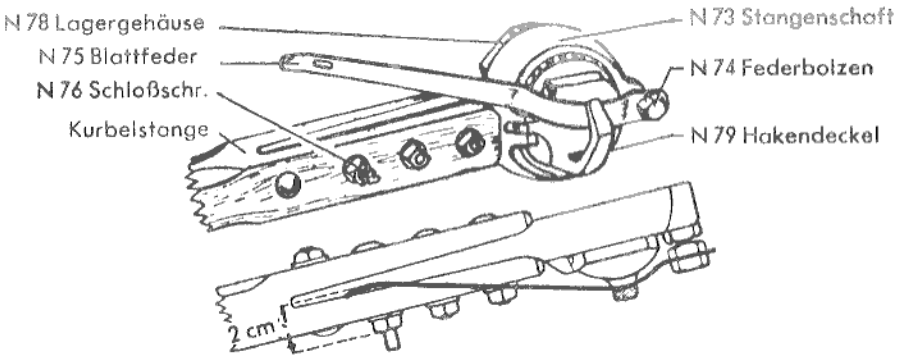

Bild 9 Kurbelstange — Lagerseite
a) **mit Stangenschaft N 73** (Bild 9)
Die Blattfeder N 75 muß sich stets mit dem Rücken gegen den Hakendeckel N 79 spannen, so daß der Stangenschaft N 73 dauernd auf die kugelige Aussenflache des Lagergehauses N 78 gedruckt wird und sich dann weder lockern noch stoßen kann. Dazu stellt man den Federbolzen N 74 im Gewinde des Stangenschaft N 73 so ein, daß die Blattfeder N 75 bei der dritten Schloßschraube N 76 etwa 2 cm gespannt wird. (Siehe Bild 9).
b) mit Stangenschaft N 73 W (Abb. 9 a)